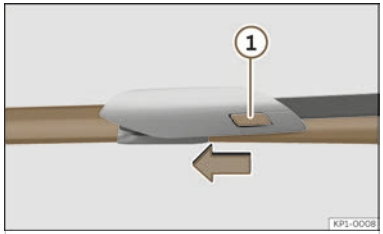

Fig. 210 Changing the windscreen wiper blades
- Press and hold release button ››› Fig. 210 ① and pull gently on the wiper blade in the direction of the arrow.